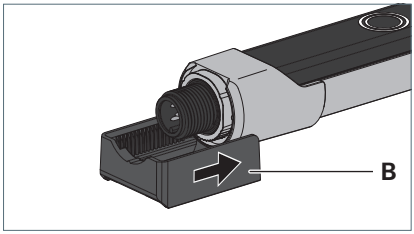

Fig. 4: Montaggio del supporto.
▶ Spingere il supporto **B** sulla parte laterale in modo che l'aletta di bloccaggio del supporto si trovi nella scanalatura della parte laterale e il supporto si incastri in quest'ultima, vedi Fig. 4.